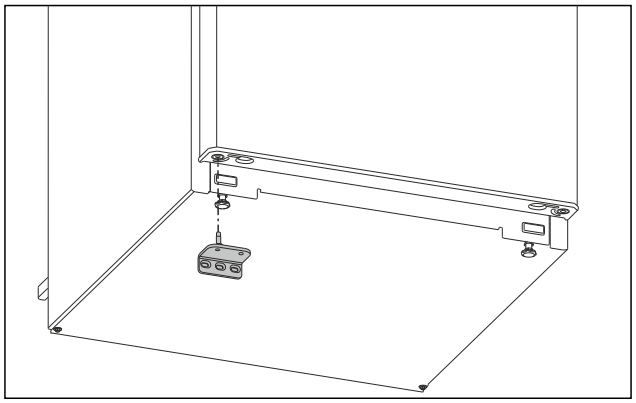

Fig. 16
▶ Indsæt det nederste hængsel på den modsatte side. (se Fig. 16)